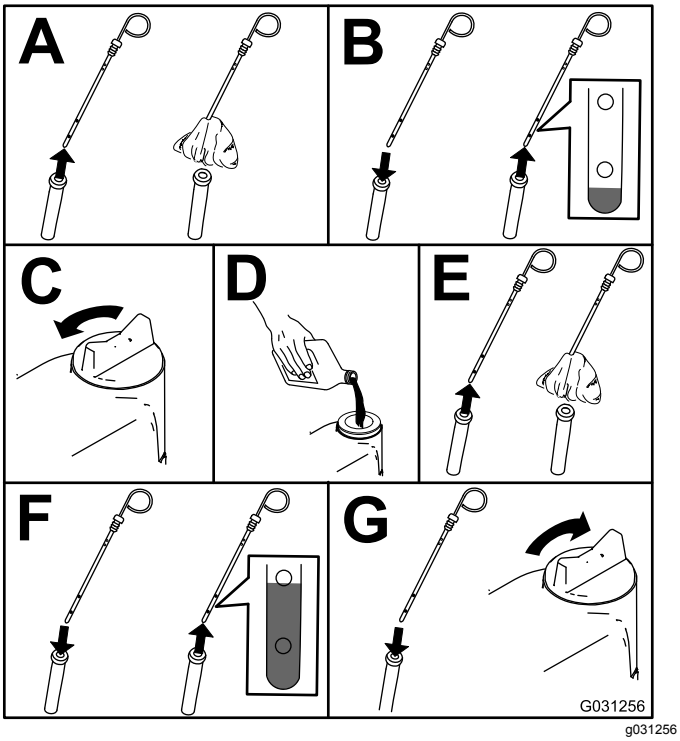

Figur 71
2. Kontroller motoroljenivået (Figur 71).